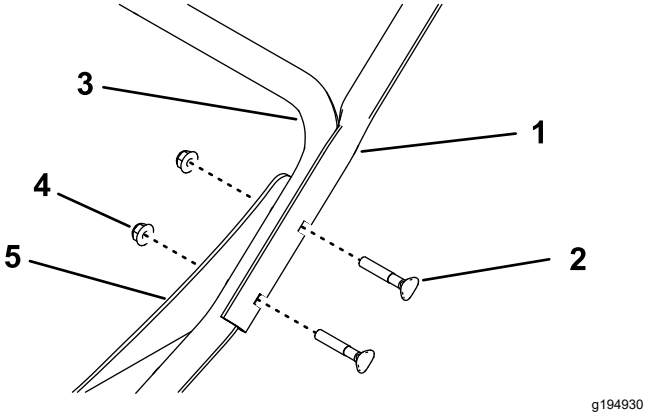

Figura 3
1. Instale los tubos del manillar superior al manillar inferior y a los puntales con 2 pernos del manillar y 2 tuercas (5/16") a ambos lados de la máquina (Figura 3).